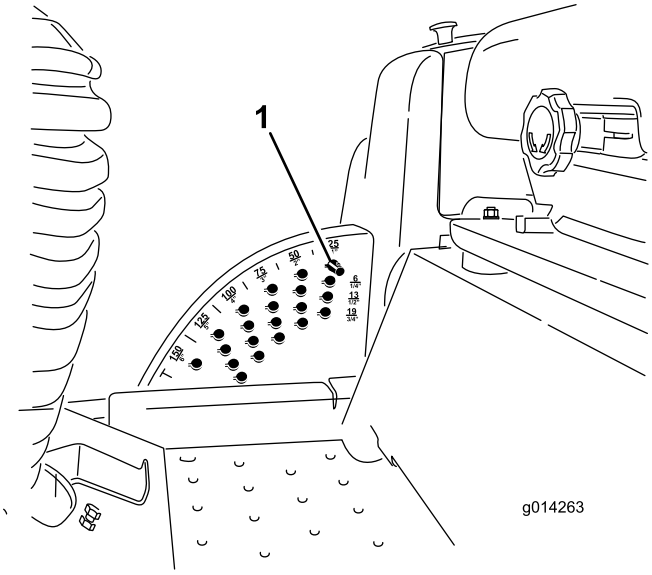

Figur 16
Merk: For å låse klippeenheten i hevet posisjon, hev klippeenheten over posisjonen for 15 cm, fjern stoppebolten for klippehøyde (se Justere klippehøyde), og plasser bolten på klippehøydeposisjonen for 15 cm (Figur 16).
1. Mens motoren er i gang, skyv løftebryteren for klippeenheten bakover til klippeenheten er hevet helt opp, og **slipp bryteren umiddelbart** (Figur 16).
2. For å justere, roter stoppebolten til dens kjerne er på linje med sporene i hullene i klippehøydebraketten og fjern den (Figur 16).
3. Velg det hullet i klippehøydebraketten som svarer til ønsket klippehøyde, sett inn bolten og vri den ned for å låse den på plass (Figur 16).
Merk: Det er fire rader med hullposisjoner (Figur 16). Den øverste raden gir deg klippehøyden oppgitt over bolten. Den andre raden gir deg oppgitt høyde pluss 6 mm. Den tredje raden gir deg oppgitt høyde pluss 12 mm. Den nederste raden gir deg oppgitt høyde pluss 18 mm. For posisjonen for 15,2 cm er det bare ett hull, på andre rad. Dette legger ikke til 6 mm til posisjonen for 15,2 cm.